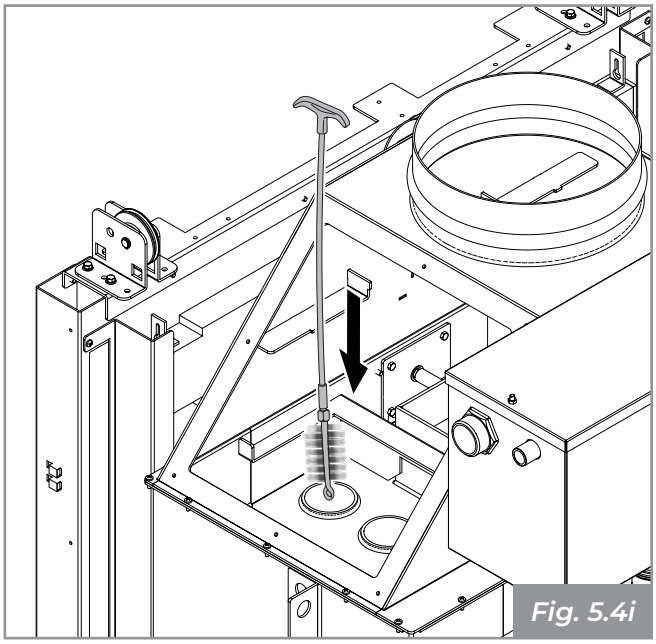

Fig. 5.4i
- Pulire i tubi di scambio con lo scovolo in dotazione **(Fig. 5.4i)**;